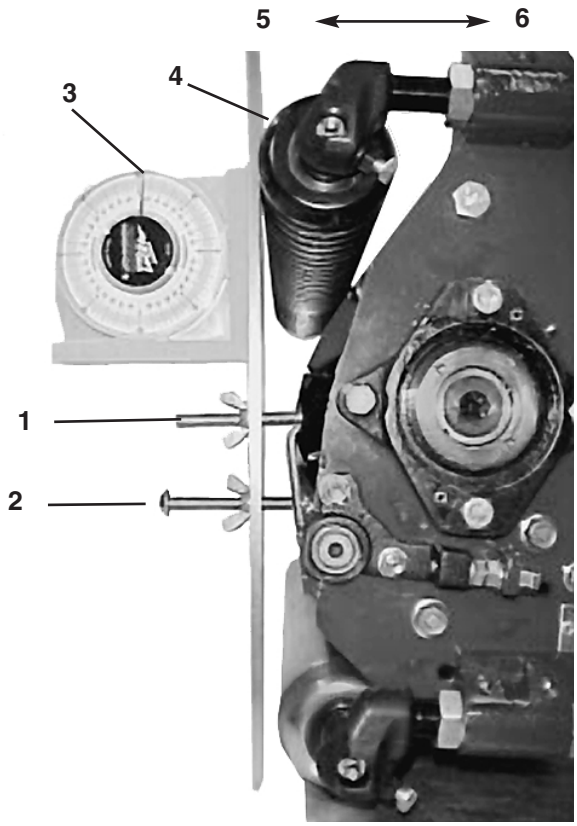

Afbeelding 10
4. Plaats de meetlat op de voorste en achterste rollers. De kop van de eerste schroef moet precies passen over de scherpe kant van de snijplaat, terwijl de meetlat contact maakt met de voorste roller (Afb. 10).
6. Plaats een hoekindicator op de meetlat en noteer de hoek van de meetlat (Afb. 10).
N.B.: door de voorste roller naar beneden te bewegen, verlaagt u de positie van de maai-eenheid, terwijl u de positie van de maai-eenheid verhoogt door de voorste roller naar boven te bewegen (Afb. 10).